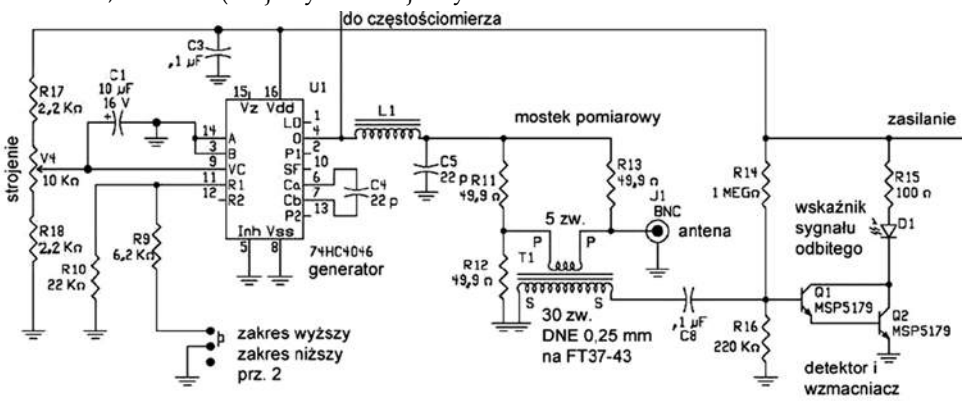

**Rys. 5. Przykład rozwiązania analizatora konstrukcji KD1JV z generatorem w.cz. zrealizowanym na scalonej pętli synchronizacji fazy 74HC4046**
**Rysunek 5** przedstawia schemat analizatora KD1JV zawierającego generator w.cz. pracujący na układzie scalonym 74HC4046. Sygnał w.cz. można dodatkowo doprowadzić do częstościomierza np. zrealizowanego na mikroprocesorze z serii PIC albo do dowolnego innego. W odróżnieniu od schematu z rysuku 1 zastosowano tutaj transformator w.cz. o przekładni 1:6 nawinięty na ferrytowym rdzeniu pierścieniowym FT37-43.